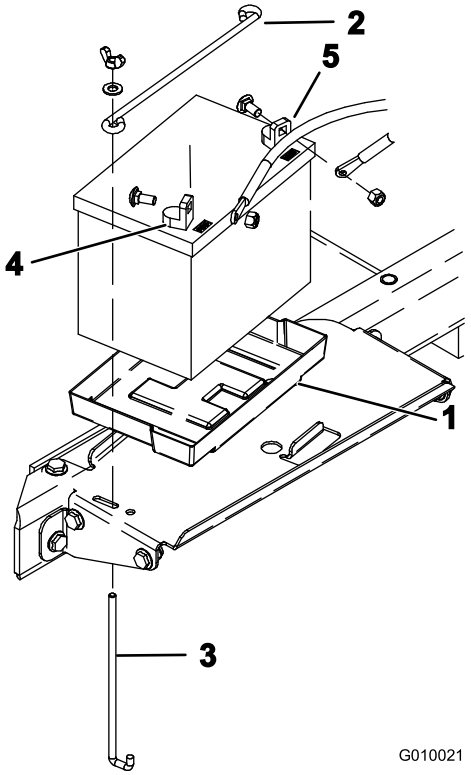

Figur 6
8. Sätt in batteriet i brickan i batterifacket (Figur 6). Placera batteriet med polerna vända utåt.
9. Fäst batteriet i fackets nederdel med en batteristång, två låsstänger, två planbrickor och två vingmuttrar (Figur 6).
10. Fäst pluskabeln (röd) till batteriets pluspol (+) med en vagnsbult och mutter (Figur 6), och därefter minuskabeln (svart) till batteriets minuspol (–) med en vagnsbult och mutter (Figur 6). Trä gummiskon över plusanslutningen för att förhindra eventuell kortslutning.